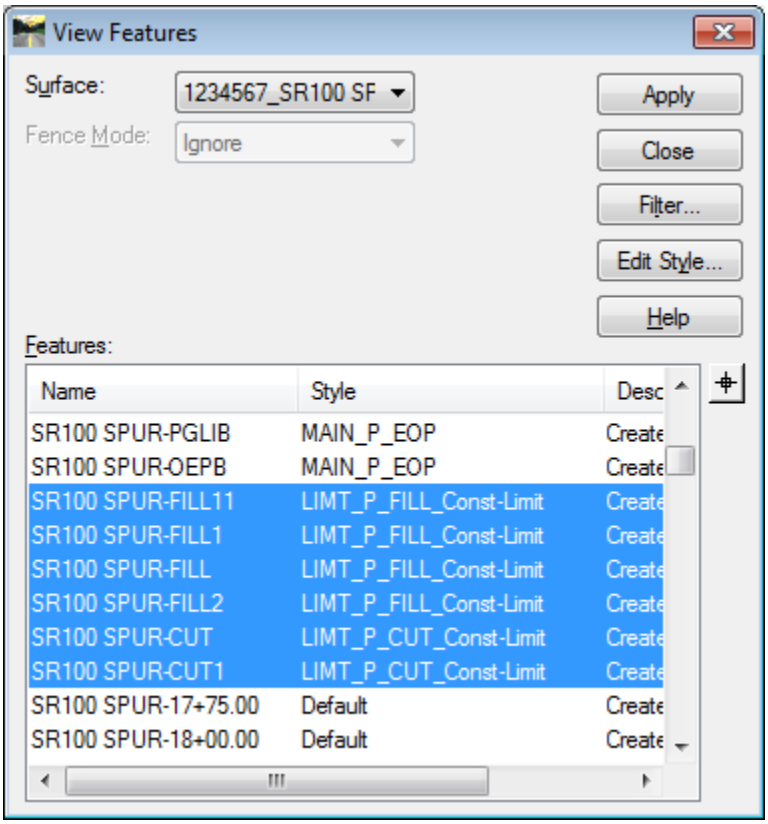

Figure L10-7 View Features
17.	**Select the Features that represent the Construction Limits.** • In the **View Features** dialog, click the **Style** column to organize the Features by Style. • In the **View Features** dialog, use the scroll bar to locate the Features **LIMT_P_FILL_Const-Limit** and **LIMT_P_CUT_Const-Limit.** • Select the Features with the Feature Style **LIMT_P_FILL_Const-Limit** and **LIMT_P_CUT_Const-Limit** by holding down the ***CTRL*** key on the keyboard and Left clicking each of the Features. • Ensure the Six Features with the Feature Styles **LIMT_P_FILL_Const-Limit** and **LIMT_P_CUT_Const-Limit** were selected as shown in *Figure L10-7*.